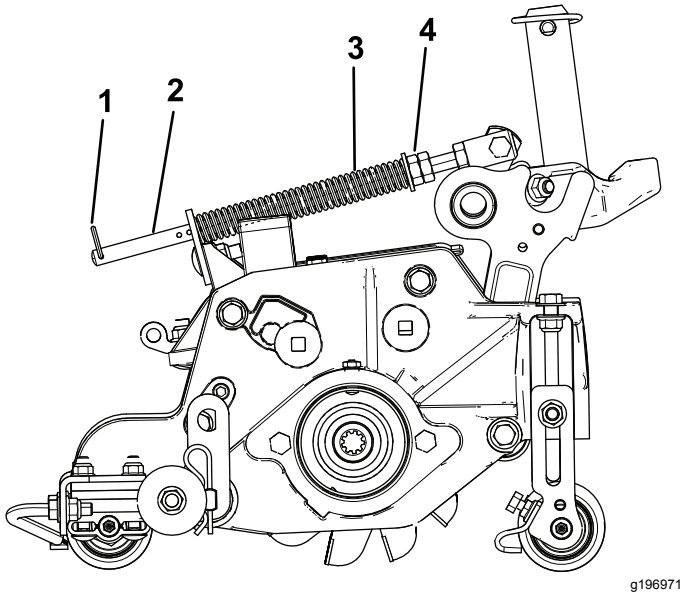

Figura 14
1. Asegúrese de que el pasador de horquilla está instalado en el taladro del extremo de la varilla (Figura 14).
2. Apriete las tuercas hexagonales del extremo delantero de la varilla del muelle hasta que la longitud comprimida del muelle sea de 15.9 cm (6.25") (Figura 14).